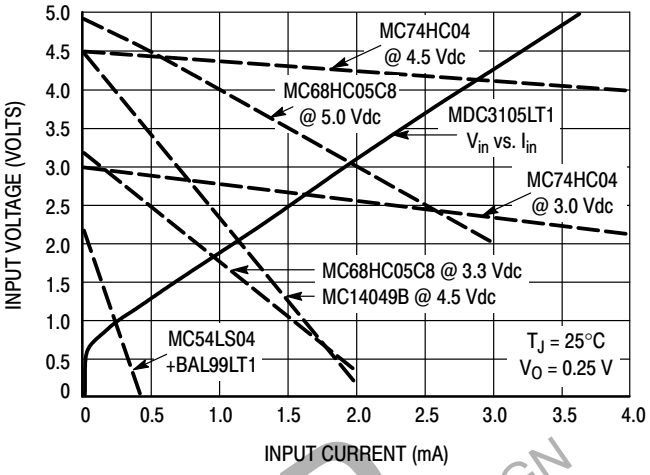

Figure 3. Input V−I Requirement Compared to Possible Source Logic Outputs
6. For levels of input current above 100 μA, enter Figure 3 using that max input current and determine the input voltage required to drive the MDC3105 from the solid V_{in} versus I_{in} line. Select a suitable drive source family from those whose dotted lines cross the solid input characteristic line to the right of the I_{in}, V_{in} point.